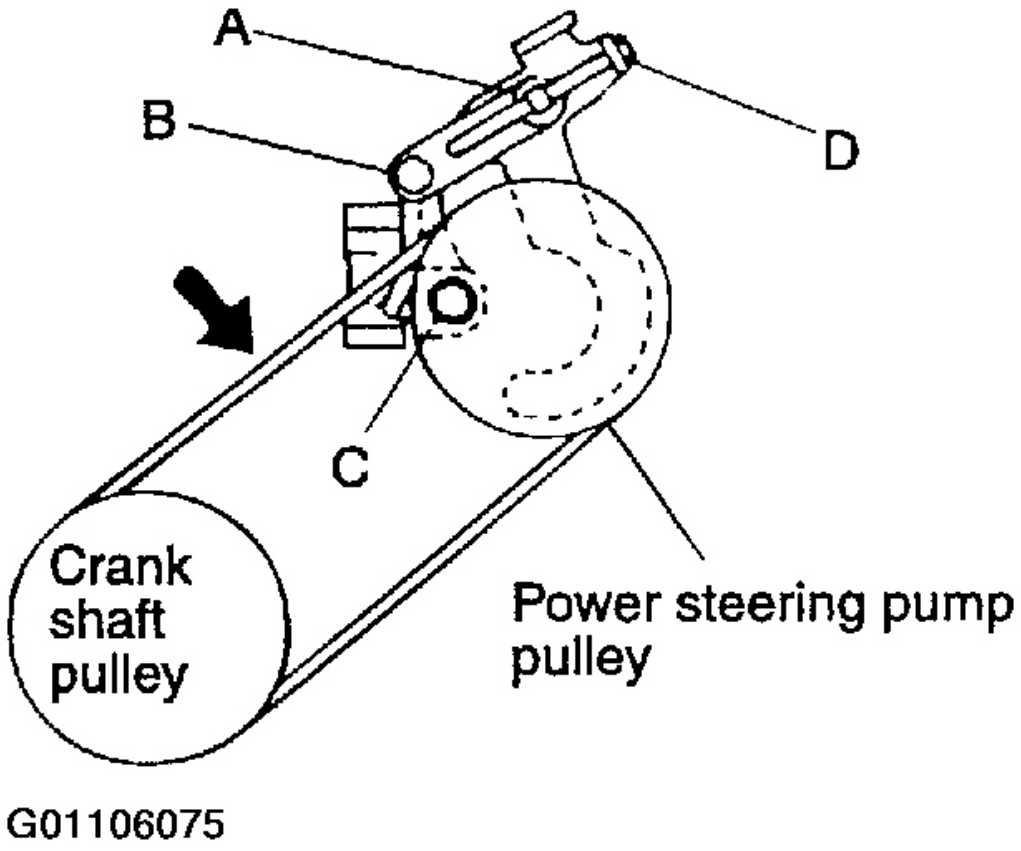

Fig. 19: Ajustes ilustrando la correa impulsora
1. Aflojar el perno A, B y C. Véase **La Fig. 19** .